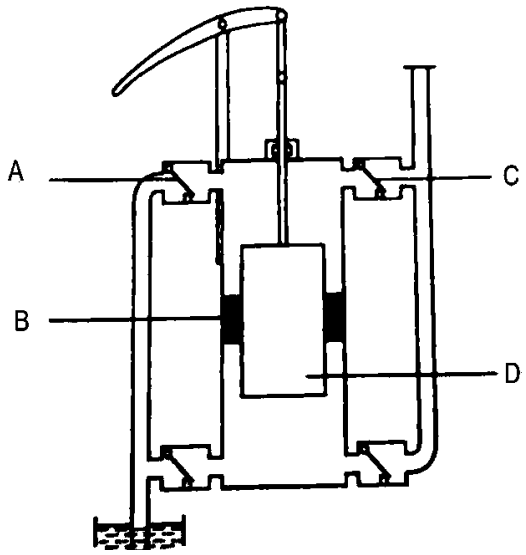

FIGUUR 1
4.2 Verwys na die plunjerpomp met interne pakking in FIGUUR 1 hier onder en beantwoord die vraag.
Benoem die onderdele gemerk A–D in die plunjerpomp in FIGUUR 1. Skryf slegs die antwoord langs die letter A–D in die ANTWOORDBOEK neer. (4)